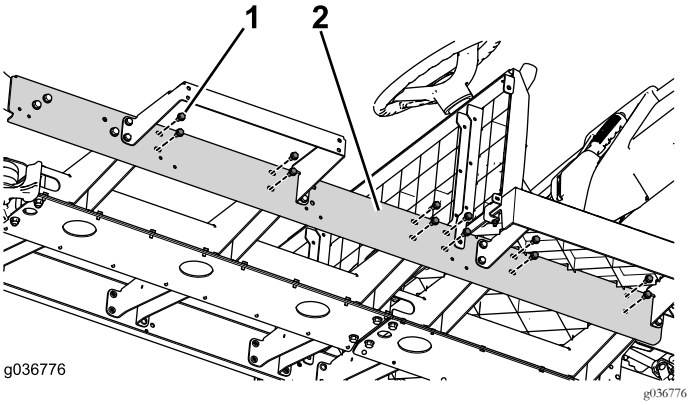

Figur 79
3. Monter de resterende kanalmonteringsdelene (Figur 79).